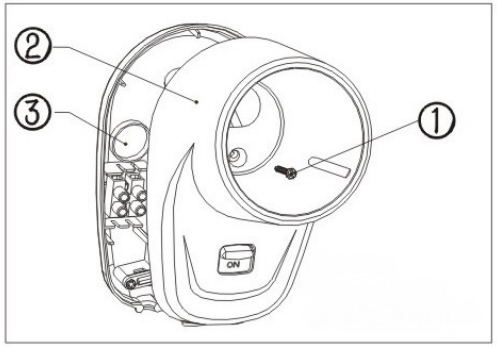

Fig. 3
❷ Die in Fig. 3 mit **1** markierte Schraube lösen, und die Halterfront entfernen.
❸ Entfernung des mitgelieferten / installierten Stromkabels aus dem Verteiler.
❹ Die in Fig. 3 mit **3** markierte Plastikscheibe herausbrechen und das Installationskabel durch das Loch ziehen. Die Rückplatte des Halters über den Plastikbeschlag zwecks Fixierung ziehen. Das Installationskabel am Verteiler anschließen.
❺ Die Halterfront wieder einsetzen und den mitgelieferten Plastikpropfen über das Schraubenloch setzen. Die Einheit mit den beigefügten Schrauben (markiert mit **1** in Fig. 3) fest an die Wand schrauben.
❻ Die Einheit ist zum Gebrauch bereit, wenn der Strom angeschlossen und der Schalter in ON Position gestellt ist.